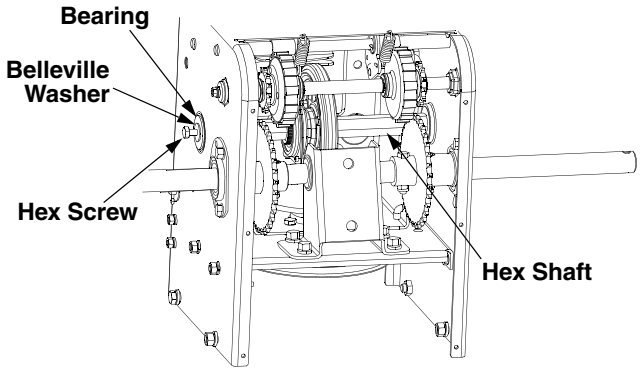

Figure 23
- Using a 3/4” wrench to hold the hex shaft, loosen but do not fully remove the hex screw from the left side of the frame. See Figure 23.